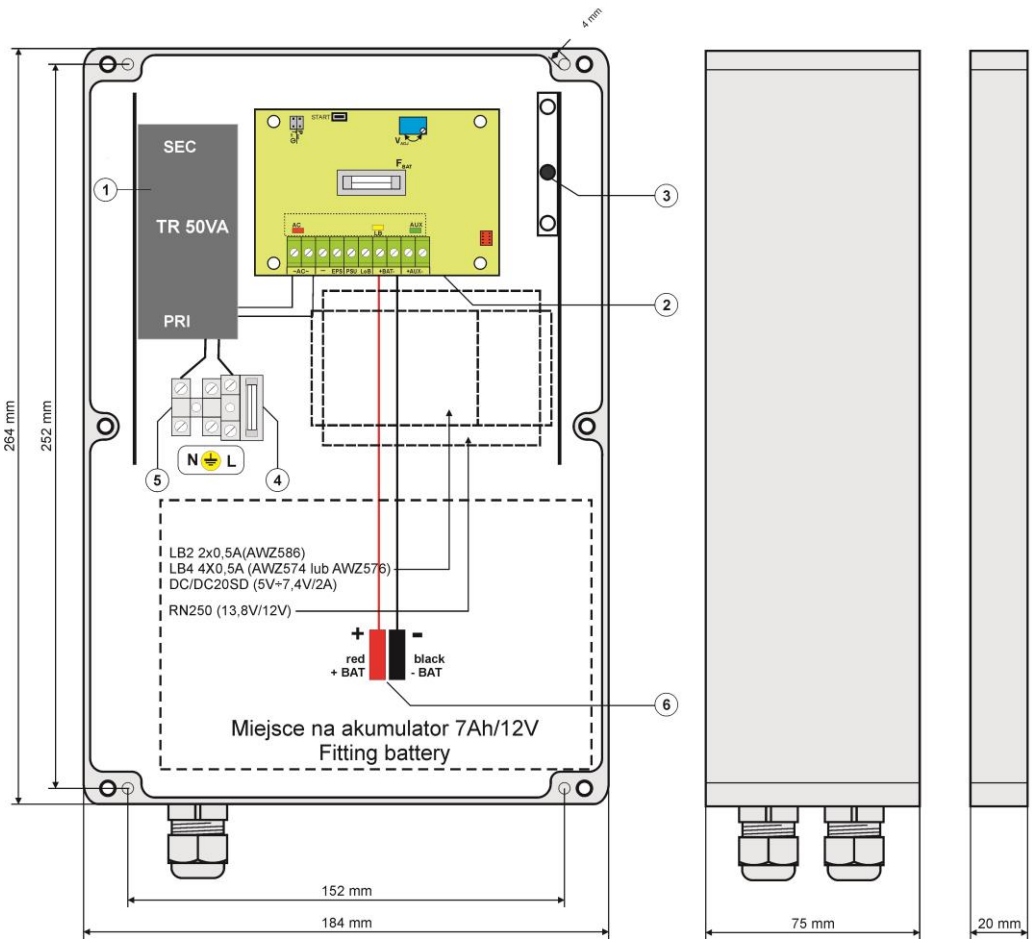

Fig.3. The view of the PSU.
Table 2. Elements of the PSU (See fig. 3).
8. Mount the battery in the battery compartment of the enclosure (Fig. 3). Connect the batteries with the PSU paying special attention to the correct polarity.